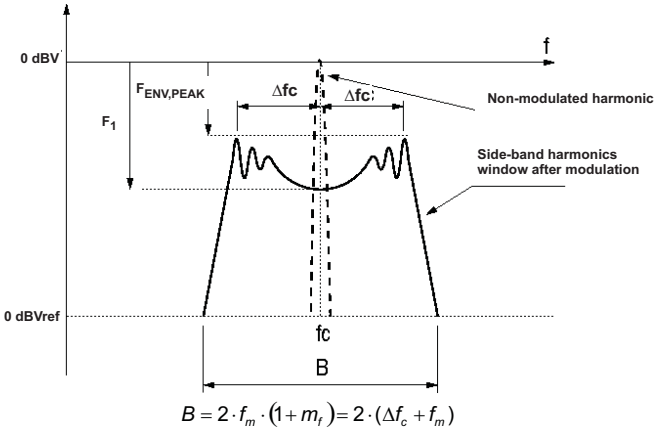
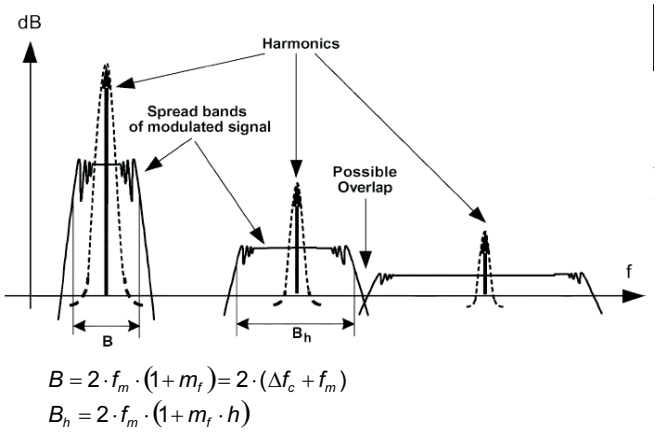

Figure 26. Spectrum of a Frequency Modulated Sin. Wave with Sinusoidal Variation in Time
Figure 27. Spread Bands of Harmonics in Modulated Square Signals (1)
(1) Spectrum illustrations and formulae (Figure 26 and Figure 27) copyright IEEE TRANSACTIONS ON ELECTROMAGNETIC COMPATIBILITY, VOL. 47, NO.3, AUGUST 2005. See *References* section for full citation.